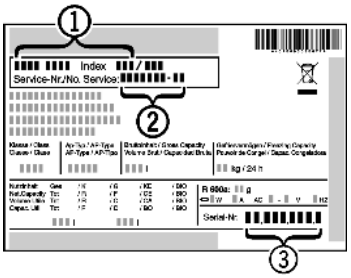

Fig. 24
▶ Read the appliance designation *Fig. 24 (1)*, service No. *Fig. 24 (2)* and serial No. *Fig. 24 (3)* off the type plate located inside the appliance on the left-hand side.
▶ Notify the customer service, specifying the fault, appliance designation *Fig. 24 (1)*, service No. *Fig. 24 (2)* and serial No. *Fig. 24 (3)*.